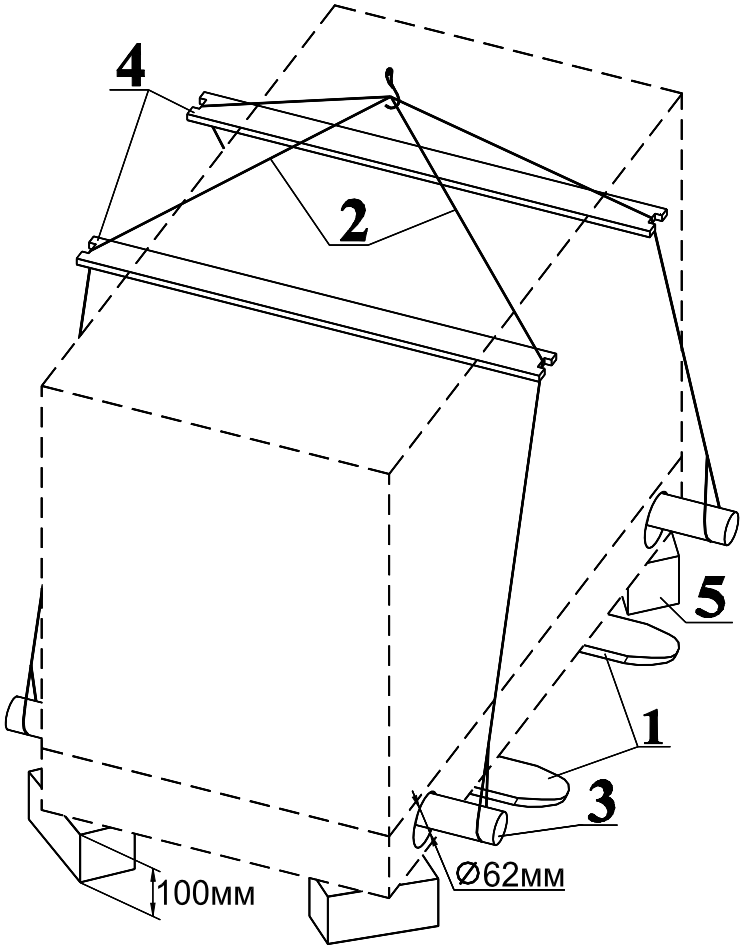

Рисунок 5.1
5.3. Подъем агрегатов краном осуществляется на тросах (стропах) **2** посредством вспомогательных труб (балок) **3** вставленных в штатные отверстия опорной рамы и траверс (брусьев) **4** (см. рисунок 5.1).